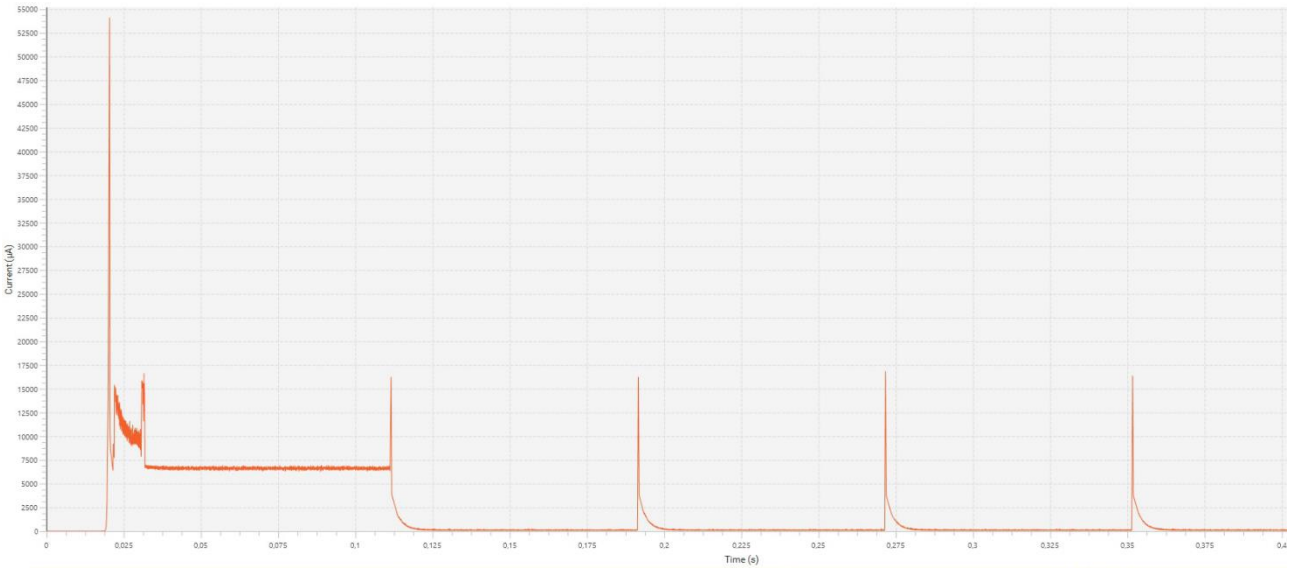

**Fig. 1. Typical current consumption waveform after power up**
- For firmware releases 25.10 - during first 0.01 seconds after power up, sensor consumes up to 55 mA, and then during 0.1 second average current consumption up to 14 mA (see Fig. 1). After that sensor switches to the normal current consumption mode.